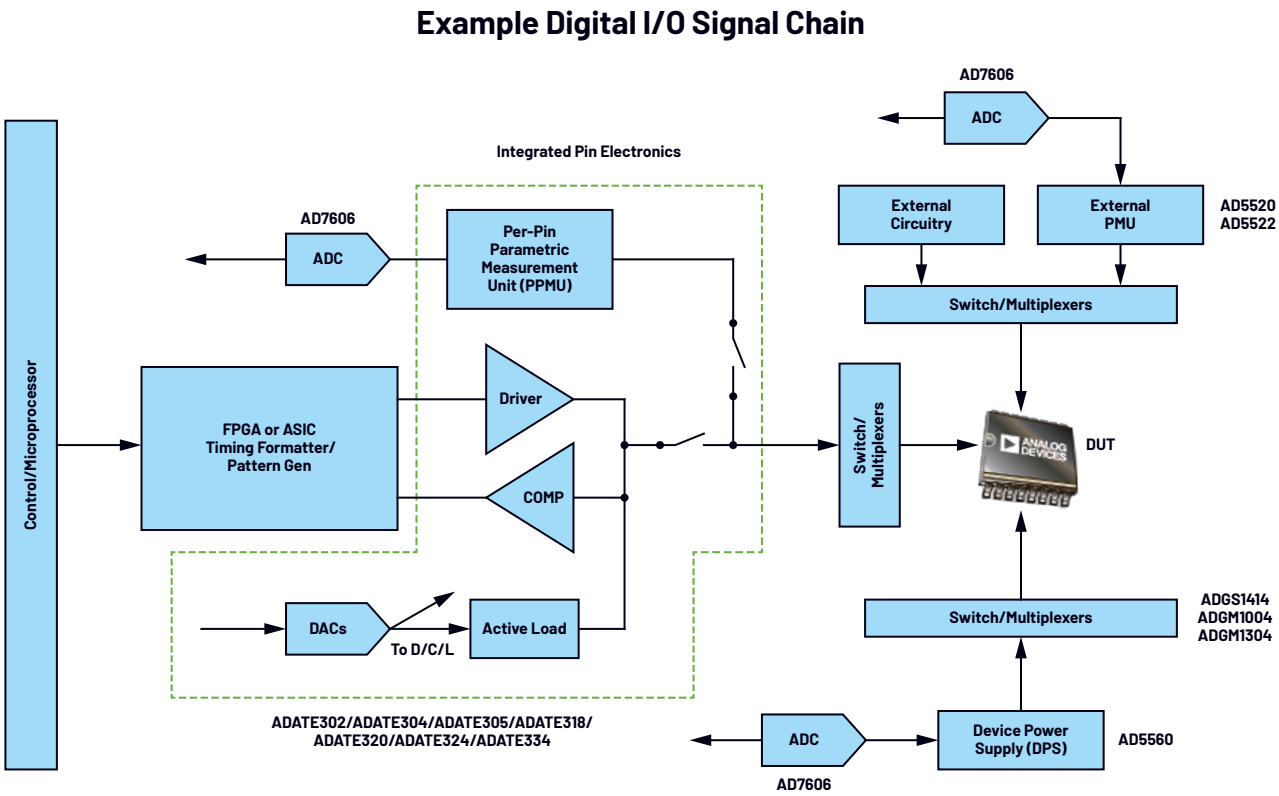
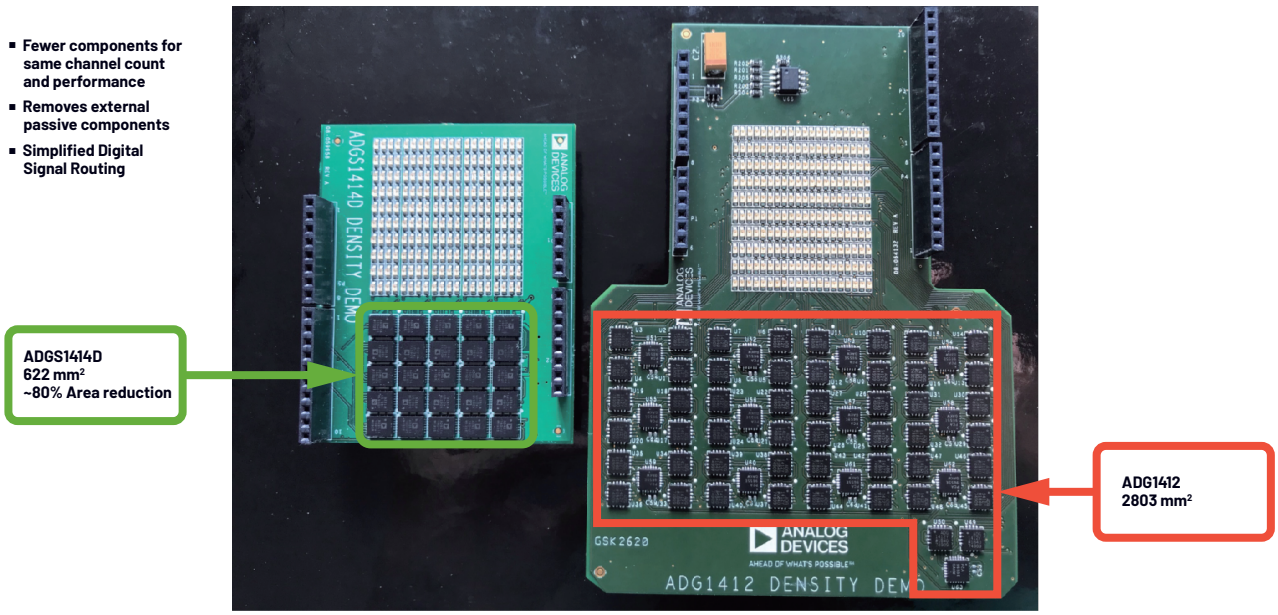
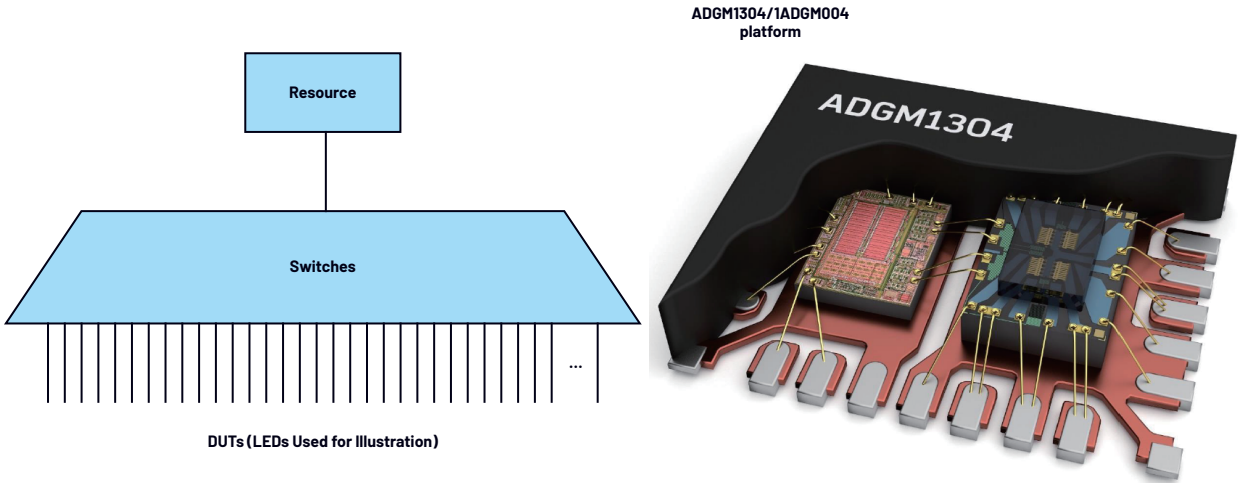

Figure 1. Example of a digital I/O signal chain.
Figure 5. Switch channel density demo: 1 to 200 fanout.
Figure 6. Switch channel density demo 1 to 200 fanout.
Test for semiconductor IC components can usually be divided into CP (chip probe) at the wafer level and the final package test (FT). The main difference between these two is that the CP is a functional test for the die before packaging, while the FT is an IC specification test after packaging. The purpose of the die test is mainly to avoid problems found during the FT test and an even heavier burden to cost while improving product passed yield. The integrated circuit test (IC test) is implemented mainly to distinguish qualified ICs from unqualified ones and ensure the final product specification, quality, and reliability. With the rapid development of integrated circuits, the scale of the semiconductor test market has become larger and larger. The growing test market has led to higher requirements for circuit quality and reliability. The difficulty for IC test methods has also increased. Has led to higher requirements for circuit quality and reliability. The difficulty for IC test methods has also increased. The most critical indicator that must be addressed during test is channel density. This is because the higher the channel density, the more ICs can be tested within a single test, reducing the overall cost significantly. The architecture for semiconductor automated test equipment is shown in Figure 1. The entire ATE system test platform, ADI's most critical and outstanding ATE pin electronics (PE), together with external parametric measurement units (PMUs or SMUs) or DPS (device power supplies), will convert all measurement and monitoring parameters into digital signals to the back-end controller for processing, through test switching on the external switch and a high precision, multichannel ADC. ADI's µModule® technology is crucially important, as it allows the entire ATE test system to meet the channel density design requirements and achieve the goal of reducing system test costs.
ATE test types and the complexity of signals will affect the test hardware architecture, as well as the relevant switching functions. For ATE test instrumentation, a high level block diagram of a typical test equipment setup is shown in Figure 1. Typically, the digital pin driver, parametric measurement units, power supply, and associated switches are all integrated into a single instrument test card within the ATE test equipment. ADI boasts a number of switches that can be used in the industrial field, and recently released a new switch ADGS1414D that, through SPI signal control, can reduce the area occupied by the original switch by 80%, as shown in Figure 5. Additionally, in a semiconductor test system, the prober card, also known as a wafer probe tester, simply loads the wafer into the machine and makes contact between the wafer and the test probe of the test head to perform wafer testing. A load board is a hardware interface between the tester and the object to be tested, through which the signal source and the probe can be connected to the object to be tested. Generally speaking, there are still some components on the load board design, such as switches. Many high speed signal IC tests, whether placed in the prober card or load board design, require a high speed switch to be used for high speed signal loop tests such as PCIe 4G/5G, PAM 4, HDMI® 2.1, and USB 4.0. However, these types of loop tests must support DC signal measurement. ADI MEMS switches such as ADGM1304/ADGM1004, as shown in Figure 6, are quite suitable for this type of high speed signal loop back mode test.